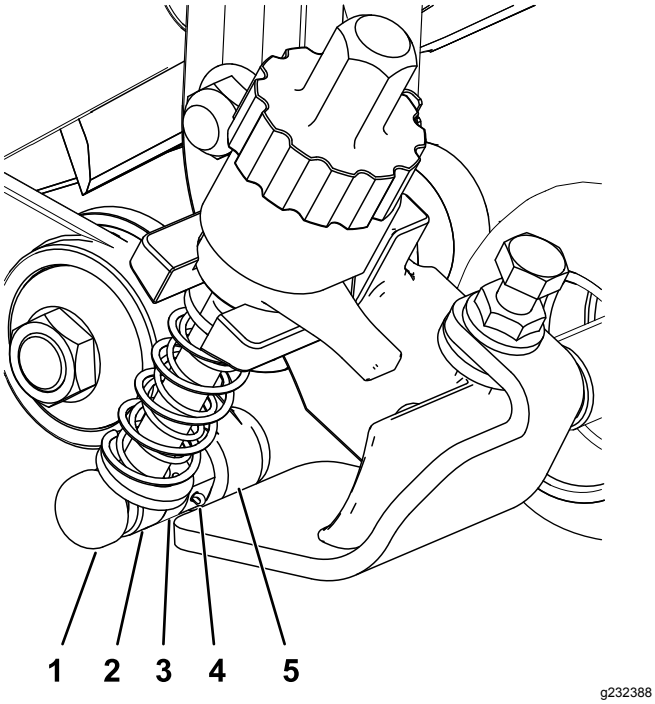

Рисунок 12
3. На стороне натяжного ролика в сборе выровняйте шток рычага регулятора на кронштейне высоты скашивания (НОС) относительно втулки регулятора на натяжном ролике в сборе и закрепите его при помощи штифта регулятора и шплинта (Рисунок 12).